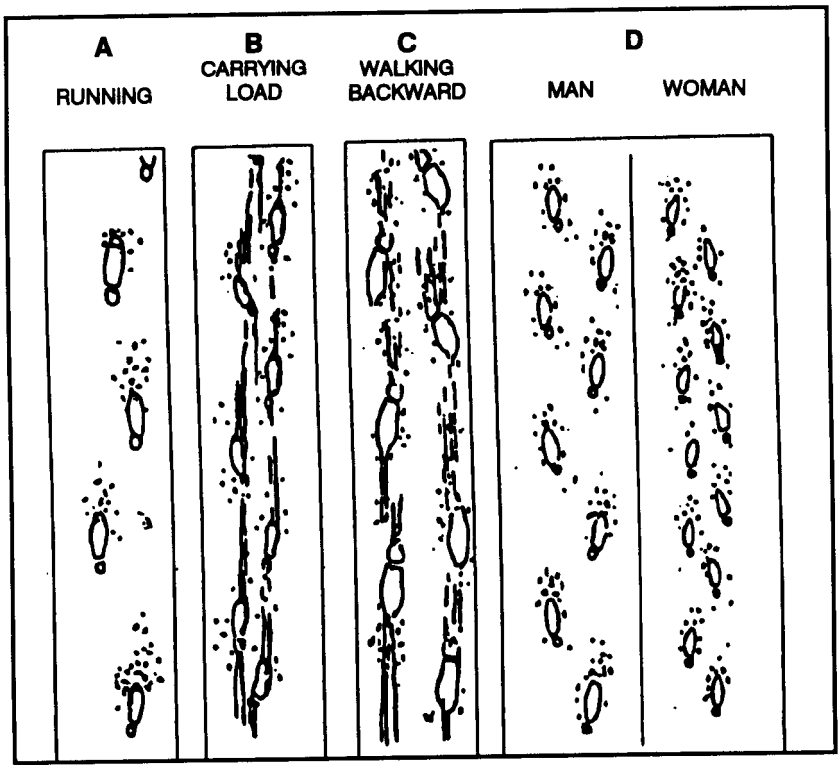

Figure 8-1. Different types of footprints.
(3) If the party members realize they are being followed, they may try to hide their tracks. Persons walking backward (C, Figure 8-1) have a short, irregular stride. The prints have an unnaturally deep toe, and soil is displaced in the direction of movement.